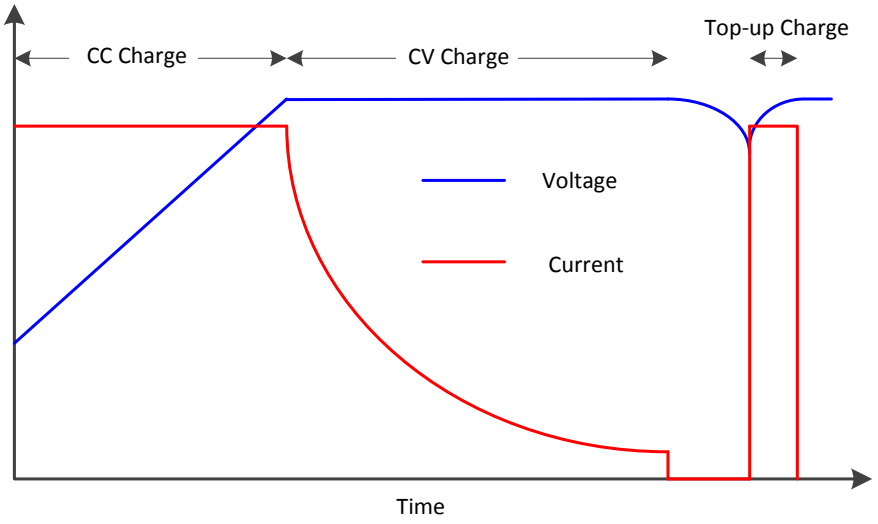

**Figure 11. Charge stages of lithium-ion**
PMP21529 is designed for using Li-Ion battery. Chargers for Li-Ion batteries must operate in Constant Current (CC) or Constant Voltage (CV) modes. Initial charging is at a constant current and the battery terminal voltage increases steadily to almost full voltage. At this point the battery is about 85% charged. This part of the cycle takes about 40% of the total cycle time. The charger then changes to constant voltage to supply the remaining 20% or so of charge. Full charge is reached when the current decreases to between 3 and 5 percent of the rated current. There is no 'float' charging phase associated with this battery, instead a periodic top up charge is applied when the terminal voltage drops. Over charging can damage the battery. Figure 11 shows the voltage and current signature as Li-Ion passes through the stages for constant current, constant voltage and top up charge.